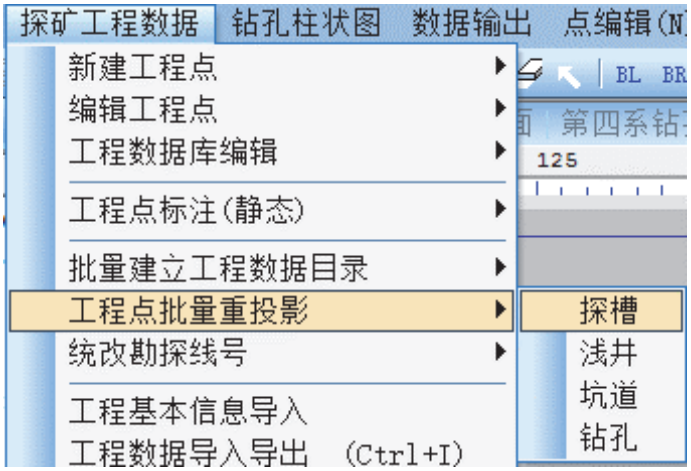

图 4-18
6. 选择菜单“探矿工程数据”→“工程点批量重投影”→“探槽”（见图 4-18）；